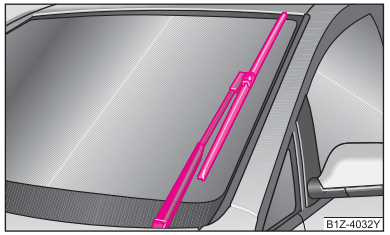

图 145 保养位置
– 将风窗玻璃刮水器拨杆向下拨至点动刮水位置。使刮水器处于保养位置 ⇒ 第 142 页，图 145。